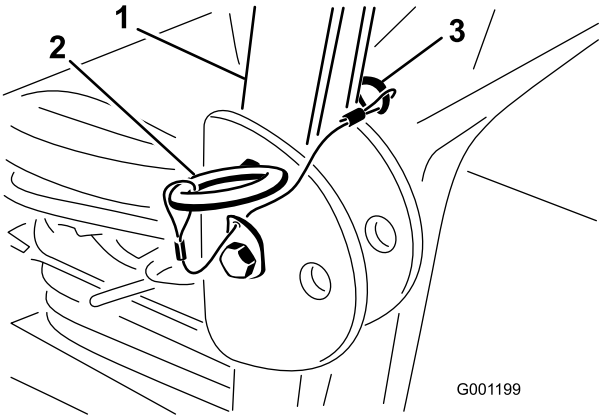

Figur 6
2. Ta bort hårnålssprintarna och de två tapparna när störtbågen är i det övre läget (Figur 6).